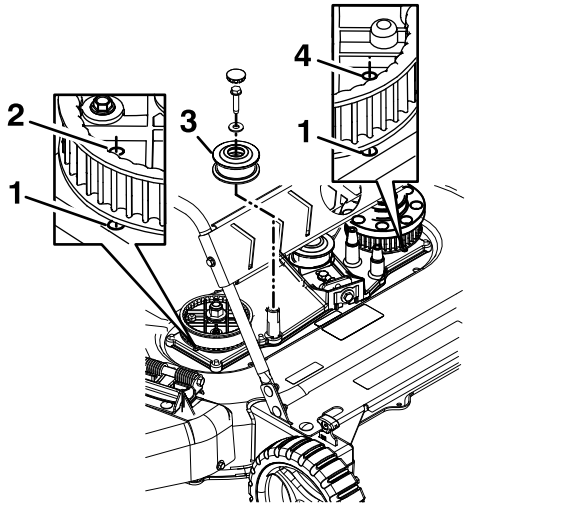

Figure 29
6. Remove and retain the fixed idler pulley and its hardware (see Figure 29).
8. Align the holes in the RH and LH sprockets with the holes in the deck as shown in Figure 29. Hold the sprockets in place with a rod or screwdriver.